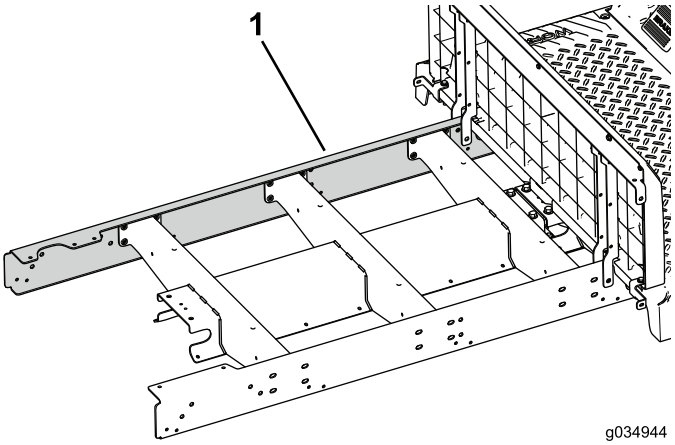

Figura 25
5. Monte provisionalmente la extensión en el lado izquierdo de la máquina (Figura 25).